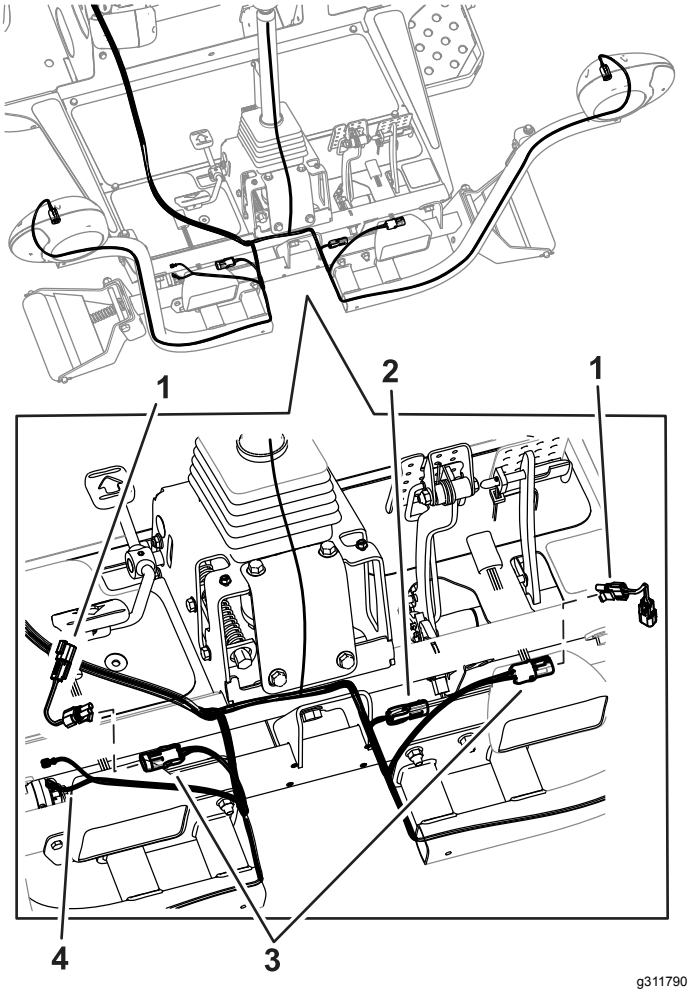

Figur 26
7. Før forenden af ledningsnettet under operatørplatformen til forenden af traktionsenheden (Figur 26).
8. På maskiner med LED-forlygter skal du installere kortslutningsledningsnettene, der er vist i Figur 26.
9. Skru hver ledningsnetkonnektor gennem det relevante forlygtebeslag, og tilslut det til forlygten (Figur 26).
10. Slut ved hjælp af de to konnektorer ledningsnetledningen til hornet (Figur 26).